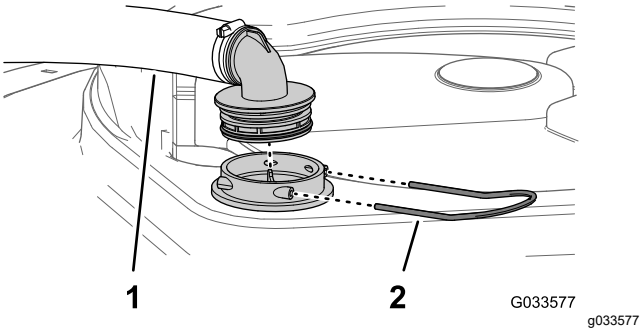

**Figur 54**
2. Ta bort hållaren som fäster slangnippeln på den stora slangen och filterkåpan på tankens ovansida (Figur 54).
3. Ta bort slangen och slangnippeln från filterkåpan (Figur 54).